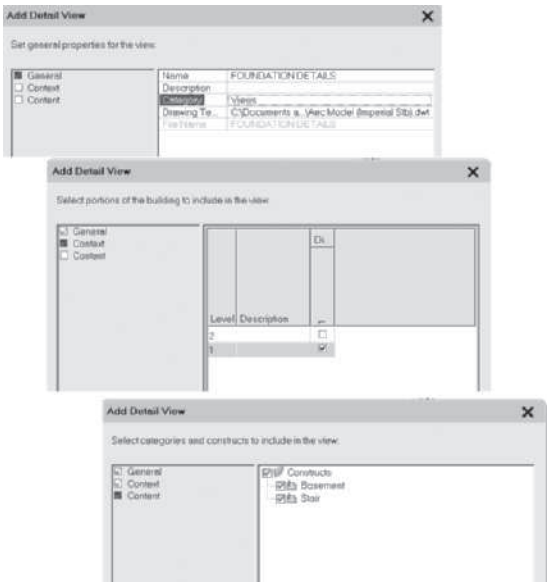

FIGURE 12.97 *Add Detail View dialog box*
30. In the Add Detail View dialog box shown in Figure 12.97, type FOUNDATION DETAILS in the Name field and verify Category = Views. Click Next to move to the Context page and check Division 1 for Level 1 [G]. Click Next to move to the Content page. Verify that Constructs, Basement, and Stair are checked. Click Finish to dismiss the **Add Detail View** dialog box.